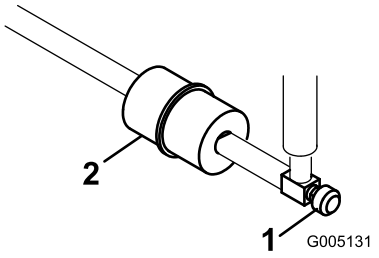

**Figur 47**
Det sitter ett inlinefilter i bränsleledningen mellan bränsletanken och förgasaren (Figur 47). Se till att pilen på filtret pekar bort från bränsletanken.
1. Stäng bränslekranen, lossa slangklämman på filtrets förgasarsida och ta bort bränsleledningen från filtret (Figur 47).
2. Sätt ett uppsamlingskärl under filtret, lossa den sista slangklämman och ta bort filtret (Figur 47).